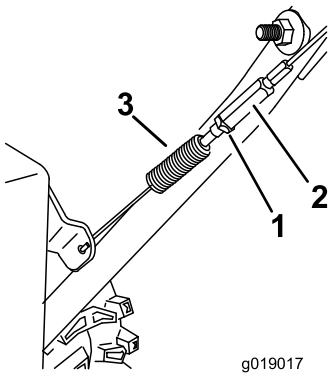

Bild 38
3. Lösen oder ziehen Sie die Spannschraube an, um die Federlänge auf 7 cm (2,75") einzustellen (Bild 38).
4. Ziehen Sie die Klemmmutter (Bild 38) an und stellen Sie sicher, dass der Antriebsbowdenzug etwas gespannt ist.